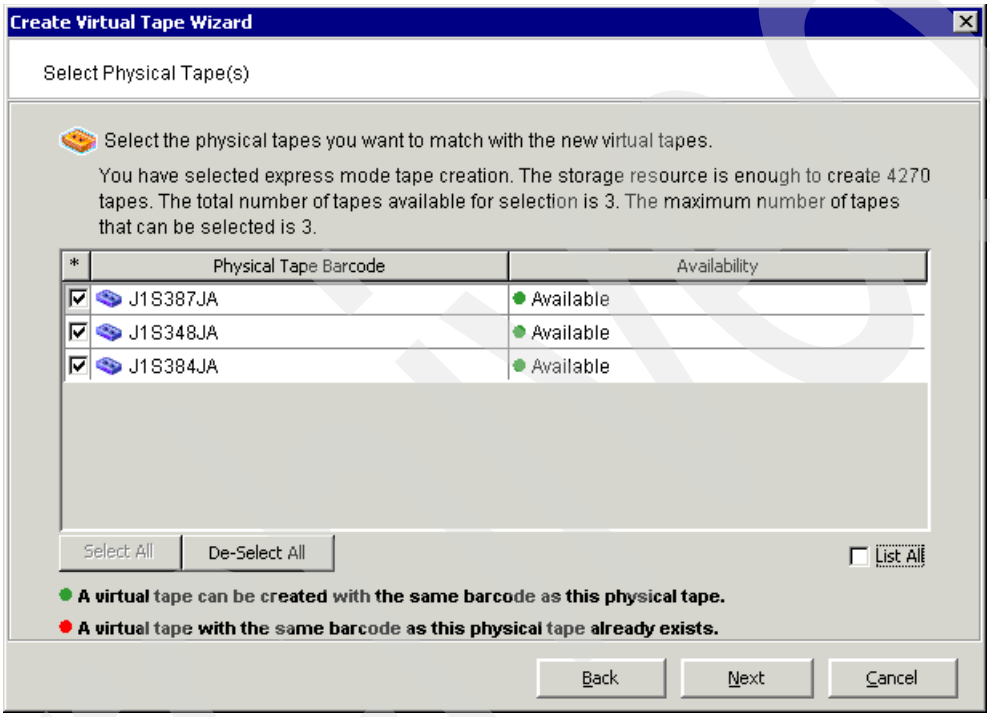

Figure 4-31 Selecting the physical tapes to match the new virtual tapes
9. In the Select Physical Tape(s) panel (Figure 4-31), you see the inventory of the physical tape library. Select which physical barcode label to create as a virtual tape. Our physical library has only three physical tapes. Because we want to use all of them, we select all three.